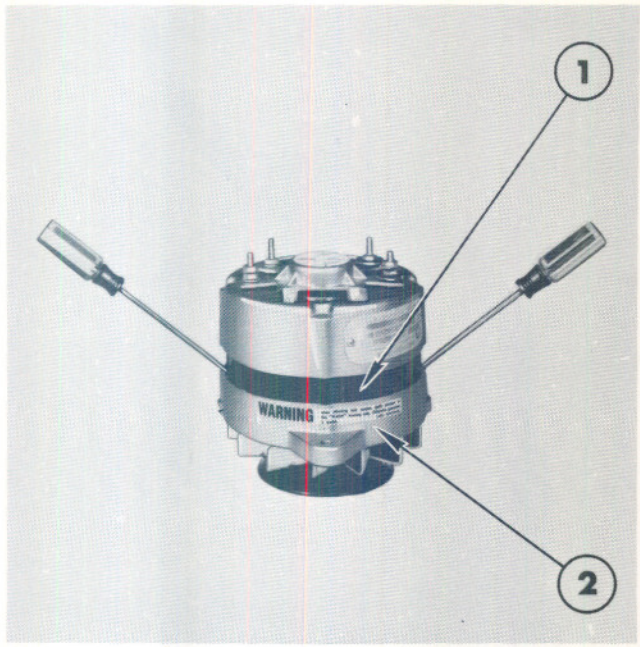

Figure 26
2. Insert two small screwdrivers in the stator slots between the stator and front housing, Figure 26.